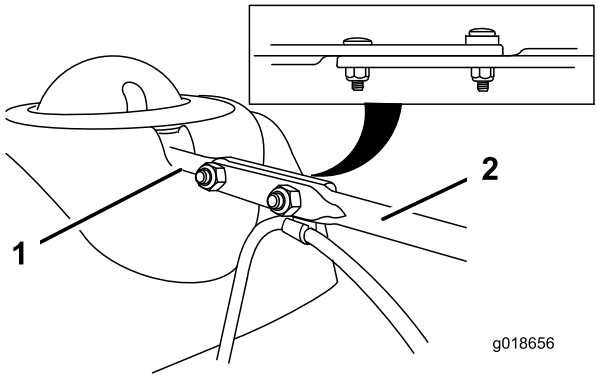

**Figur 15**
3. Rikta in den långa utkastarreglagestångens flata baksida efter den korta stångens flata framsida som sticker ut från kontrollpanelen, så att de ligger intill varandra (Figur 15).